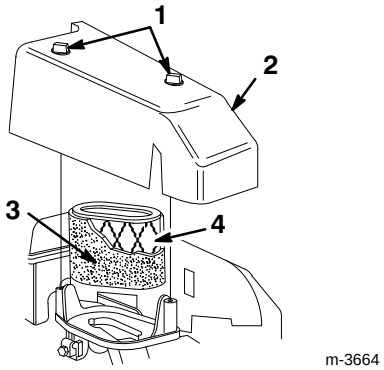

Figure 22
3. Remove two knobs that secure the air filter cover to the engine (Fig. 22).
4. Remove the cover and clean it thoroughly (Fig. 22).
6. If the pre-cleaner is dirty, carefully wash it with a mild detergent and water. Rinse the pre-cleaner in clean water and allow it to dry (Fig. 22).
8. Install the pre-cleaner over the paper cartridge (Fig. 22).
9. Install the air filter cover (Fig. 22).
10. Tighten the cover securely in place with the two knobs (Fig. 22).